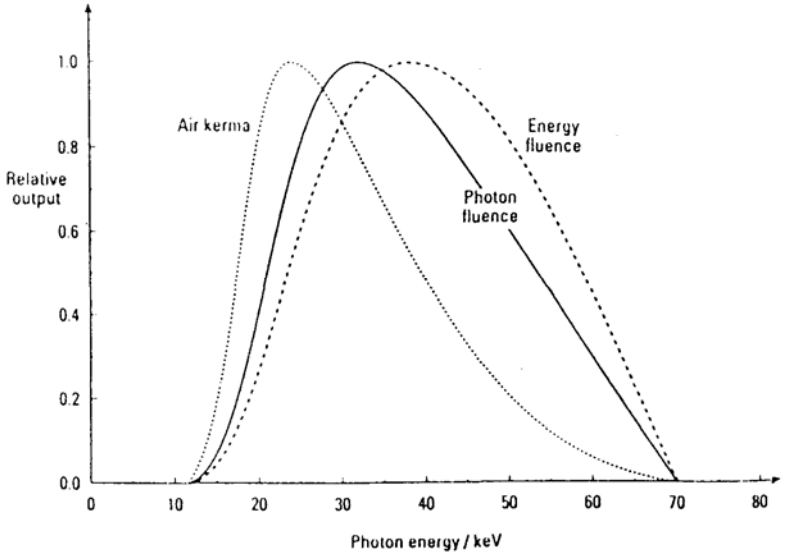

Fig 1.19 Photon fluence, energy fluence, and air kerma distributions.
- The relative (spectral) distributions of these three quantities are shown in Fig. 1.19 for a typical 70 kV X-ray beam. By way of example, consider a beam of photons of energy 30 keV. An air kerma of 20 mGy at a poi.'it is produced by an energy fluence of about **1 μJ mm^{-2}**, which corresponds to a photon fluence of 300 million photons mm^{-2}.